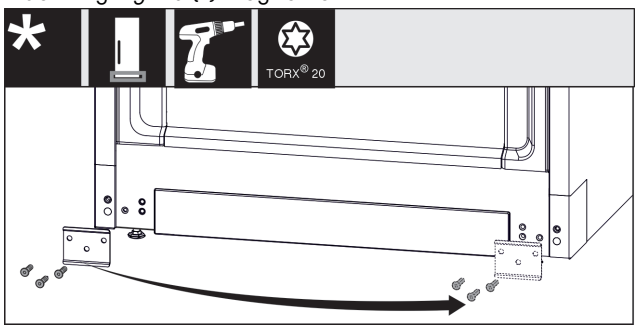

Fig. 21
- ▶ Plaat *Fig. 21 (1)* losschroeven, op de andere zijde plaatsen en weer vastschroeven.